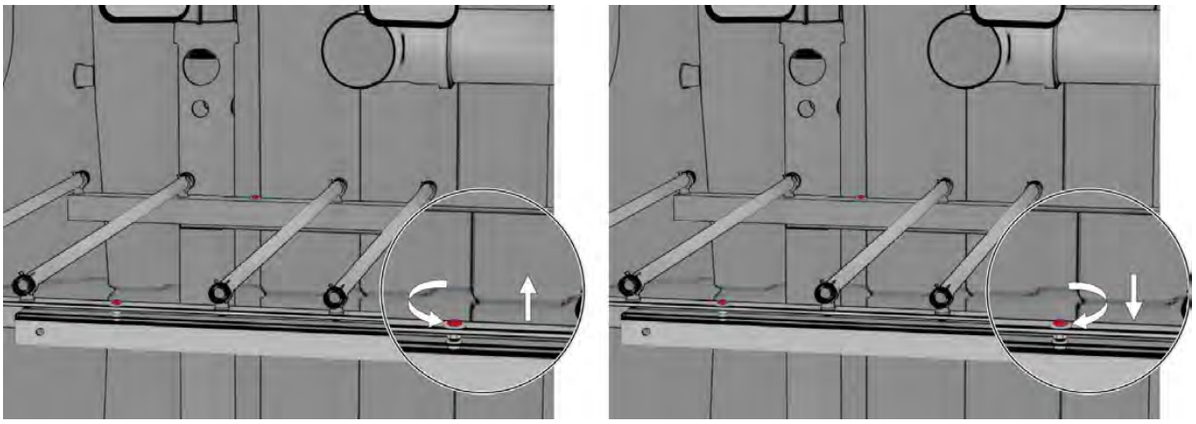

Fig. 59: Ajuster l'alignement du plateau de répartition avec un niveau à bulles et les écrous
5. Si nécessaire, ajuster l'alignement du plateau de répartition au moyen des écrous à serrer ou desserrer situés sur les deux cornières parallèles sous le plateau central (en rouge sur *Fig. 59).*